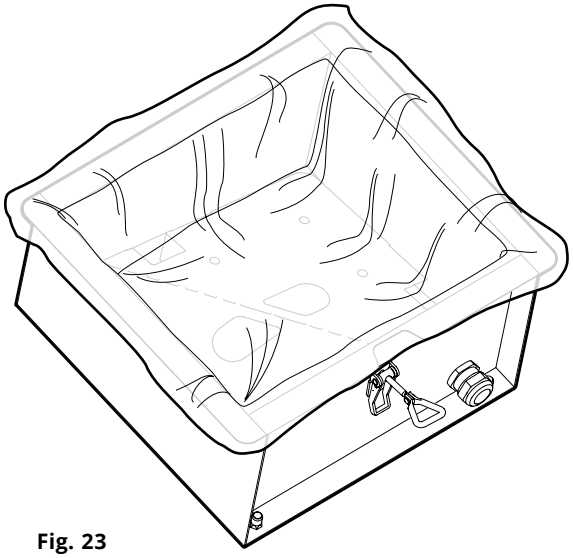

Fig. 23
6. Coloque correctamente una nueva bolsa de polvo CMF PSW3 en el recipiente de polvo, consulte la **Fig. 23**.